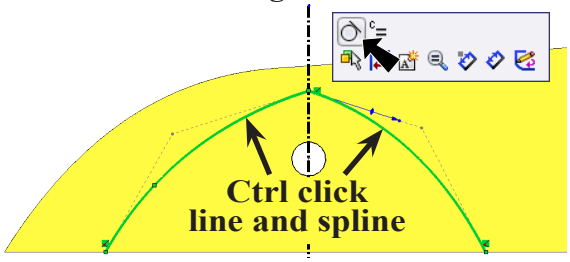

Fig. 81
Step 13. **Ctrl click** both splines to select both splines. Release Ctrl key and click **Make Tangent** on the Content menu, **Fig. 81**.